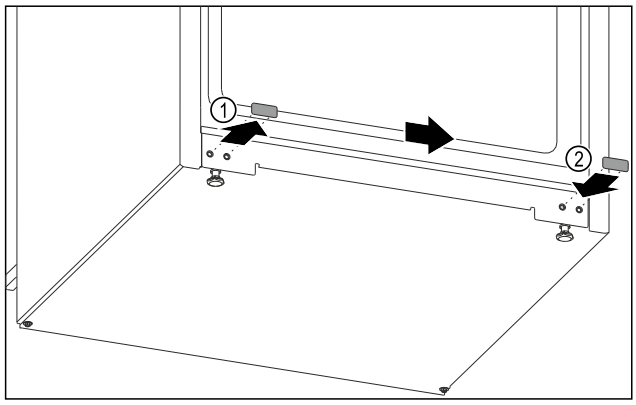

Fig. 10
▶ Dra ut täckplugg. *Fig. 10 (1)*
▶ Sätt in täckplugg på motsatta sidan. *Fig. 10 (2)*